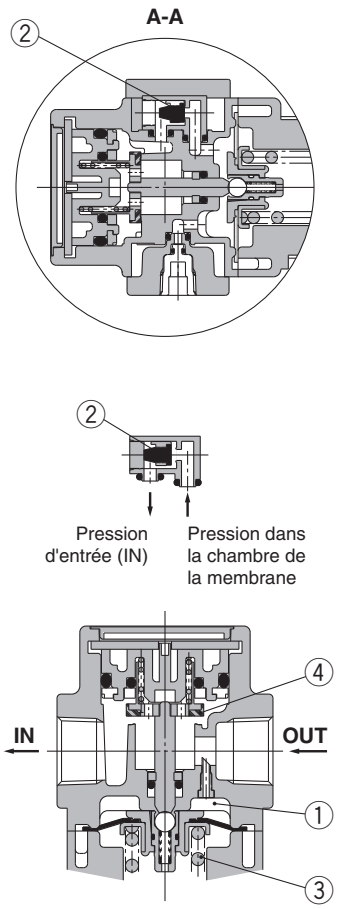

Figure 2 Débit inversé
Lorsque la pression à l'admission est coupée et évacuée, le clapet antiretour ② s'ouvre et la pression dans la chambre de la membrane ① est évacuée côté sortie (Figure 2).
La pression baisse dans la chambre de la membrane ① et, la force générée par le ressort du régulateur de pression ③ relève la membrane. Le clapet ④ s'ouvre grâce à la tige et la pression de sortie est libérée du côté admission (Figure 2).